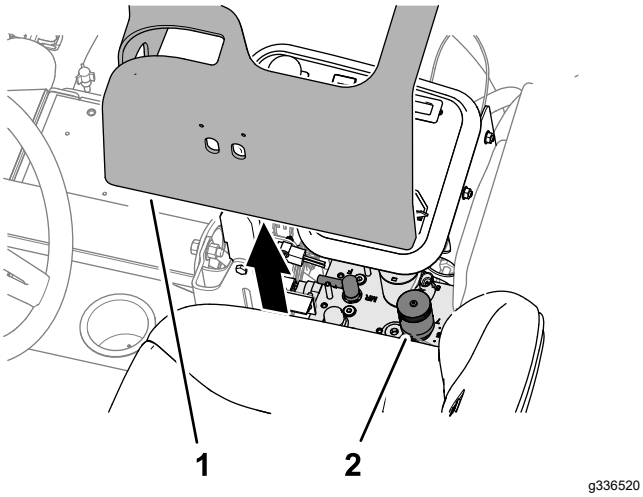

Figur 49
2. Løft dækslet af styrearmen (Figur 49).